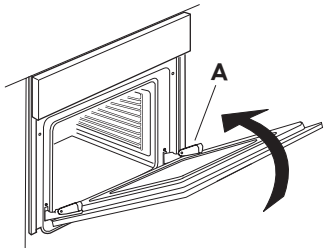

Fig. 2
3. Chiudere la porta fino al bloccaggio (A), sollevarla (B) e ruotarla (C) fino allo sganciamento della stessa (D) (Fig. 2, 3, 4).